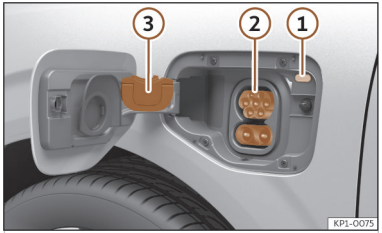

Abb. 60 Hinter der Batterieladeklappe hinten rechts: Ladedose.
- Entfernen Sie die Schutzkappe und hängen Sie diese in den Haken. ››› **(Abb. 60)** ③
- Stecken Sie den Ladestecker der Ladestation in die Ladedose. ››› **(Abb. 60)** ②
Die LED (Ladevorgangsanzeige) an der Ladedose blinkt oder blitzt weiß. ››› **(Abb. 60)** ① ››› **S. 89**
Die Ladevorgangsanzeige an der Ladedose blinkt grün ››› **(Abb. 60)** ①.
- Tippen Sie auf dem Bildschirm des Infotainment-Systems auf die Funktionsfläche **Laden stoppen**. Die neben der Ladedose befindliche Ladevorgangsanzeige leuchtet weiß auf ››› **(Abb. 60)** ①. Der Ladestecker ist entriegelt.
- Setzen Sie die Schutzkappe auf den unteren Anschluss der Ladedose. ››› **(Abb. 60)** ③